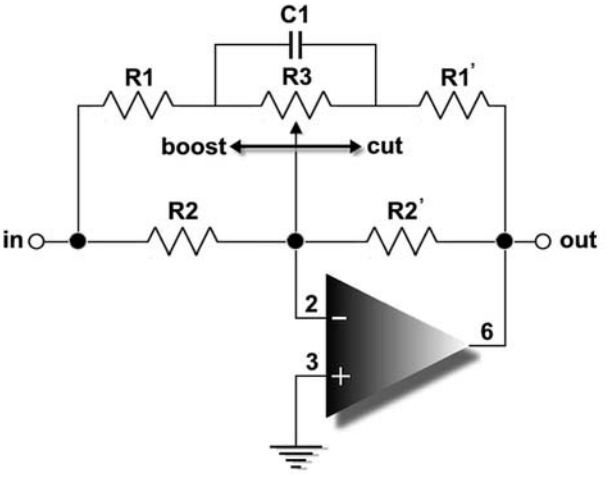

Figure 10.8. *Low-frequency equalizer circuit.*
Basically, an *equalizer* is nothing more than a frequency-discriminating amplifier. In most analog designs, equalization (EQ) is achieved through the use of resistive/capacitive networks that are located in an op-amp's negative feedback loop (Figures 10.8 and 10.9) in order to boost (amplify) or cut (attenuate) certain frequencies in the audible spectrum. By changing the circuit design and/or parameters, any number of EQ curves can be achieved.